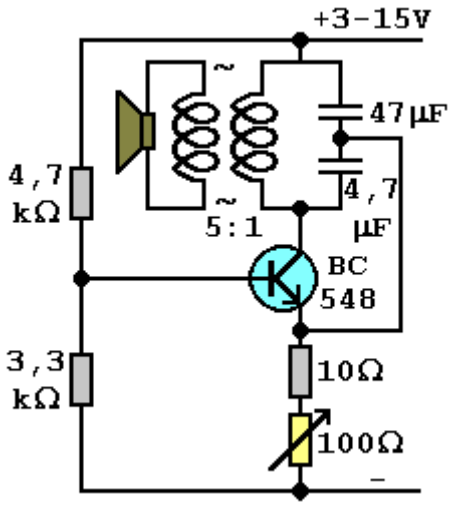

Abb.1: Colpitswechselrichter
b. Erklären Sie anhand von Abb.1, wie die Schaltung aus Gleichspannung Wechselspannung erzeugt. Erläutern Sie, warum die Amplitude der Wechselspannung größer ist als die angelegte Gleichspannung.